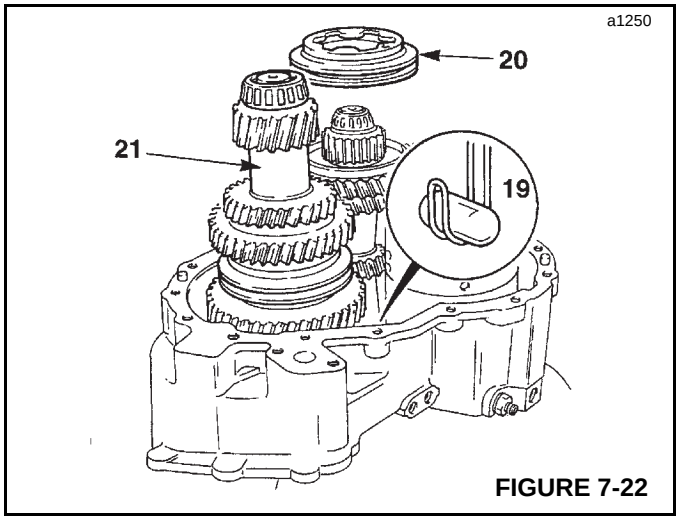

FIGURE 7-22
19. Using a wire support as shown in Figure 7-22, remove interlock plunger (19) situated between the selector rods.
20. Lift off 3rd/4th synchro-hub (20). Note the positions for reinstalling the mating cups.
21. Lift out layshaft assembly (21).